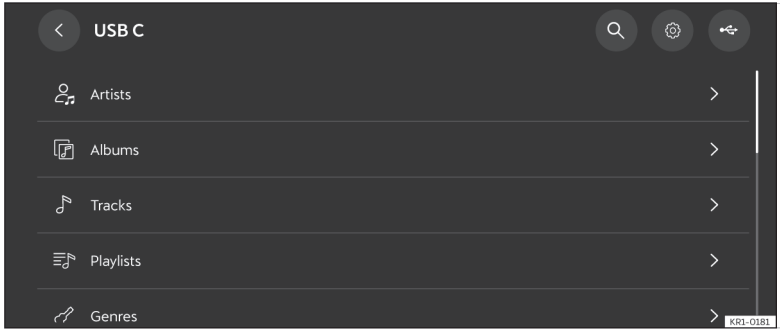

**Fig. 166** Schematic representation: Media view
- Press **Menu** > **USB** ››› **Fig. 166**.